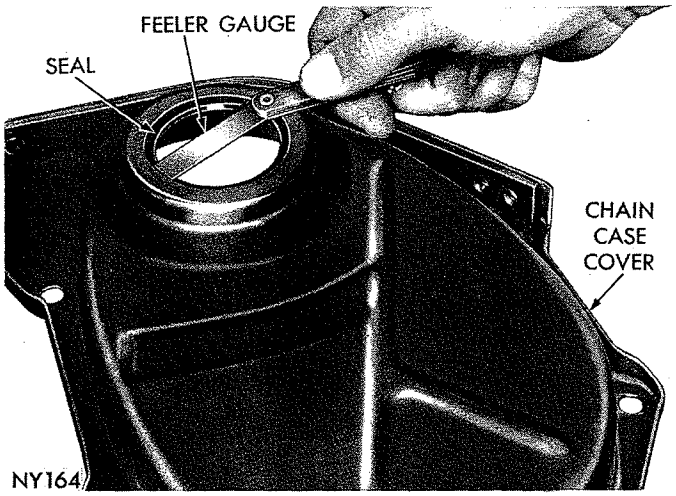

*Fig. 27—Measuring Seal for Proper Seating*
(5) Seal is properly installed when the neoprene is tight against face of cover. Try to insert a .0015 inch feeler gauge between the neoprene and cover (Fig. 27) if the seal is installed properly, the feeler gauge cannot be inserted.